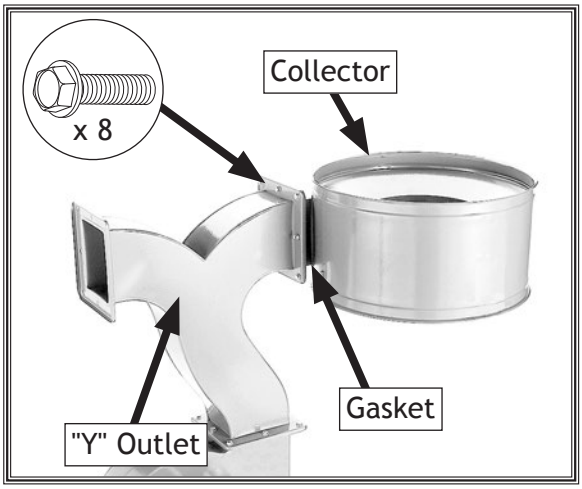

Figure 10. Collector installed.
6. With assistance, place one of the rubber gaskets around the rim of the intake on one of the collectors, then secure the collector to the metal "Y" outlet with (8) 5/16"-18 x 1/2" flange bolts (see **Figure 10**).